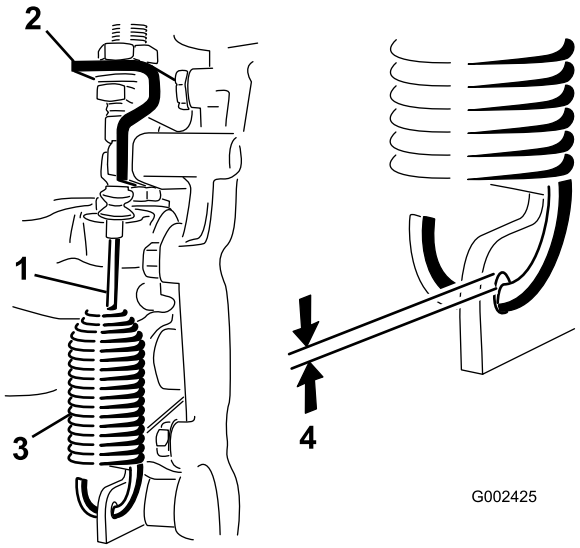

Figur 56
2. Løsn de kontramøtrikker, der fastgør differentialelåsens kabel til konsollen på gearkassen (Figur 56).